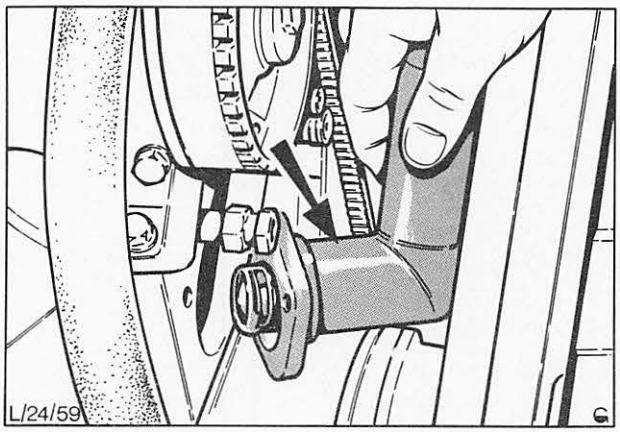

Abb. 78 Thermostatgehäuse mit Thermostat abbauen (OHC-Motor)
Oberen Kühlerschlauch vom Thermostatgehäuse lösen, Schrauben (2) ausschrauben und Thermostat komplett entfernen, Abb. 78.